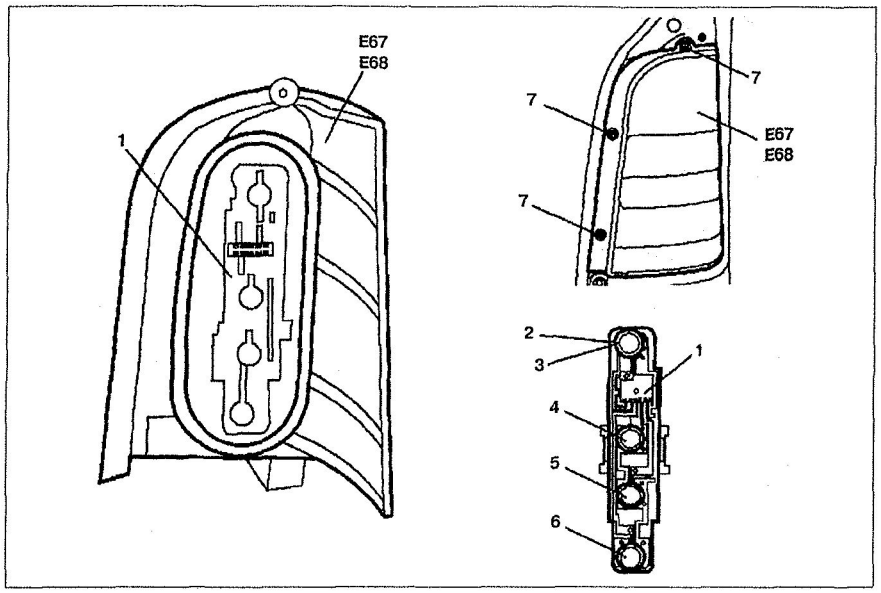

Рис. 10.19. Задние фонари:
2. Открутите болт **1** (см.рис. 10.19).